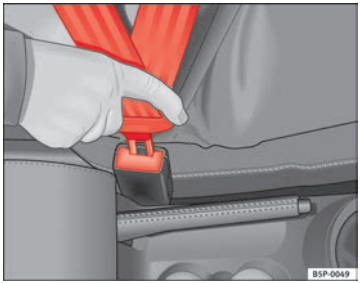

Fig. 11 Cierre y lengüeta del cinturón de seguridad
– Introduzca la lengüeta en el cierre del asiento correspondiente hasta que encastre de un modo audible ⇒ fig. 11.